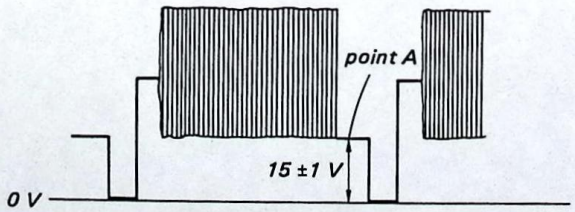

Fig. 7
2. Connect an oscilloscope to C board G1 pin, and adjust the CUT OFF VR (RV701) so that voltage at point A in Fig. 7 is 15 ±1 V.